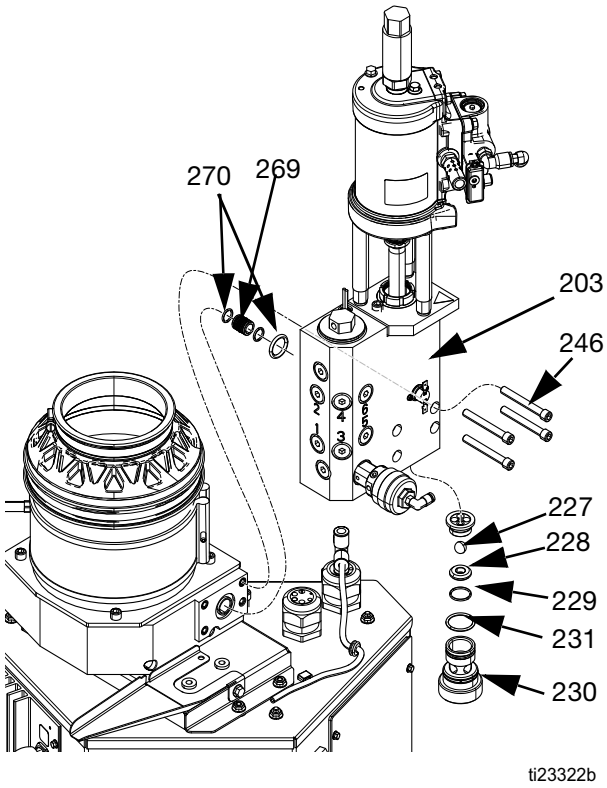

**FIG. 33**
**Disassembly (see FIG. 33):**
4. Remove four bolts (246) and pump manifold (203) from melter outlet.
5. Remove cross over tube (269) and discard o-rings (270).
6. Use a 1/2 in. drive ratchet without a socket to remove foot valve (230) from bottom of melter outlet manifold (203).
7. emove and discard seat (228), ball (227), o-ring (229), and o-ring (231)
Reassembly (see FIG. 33):